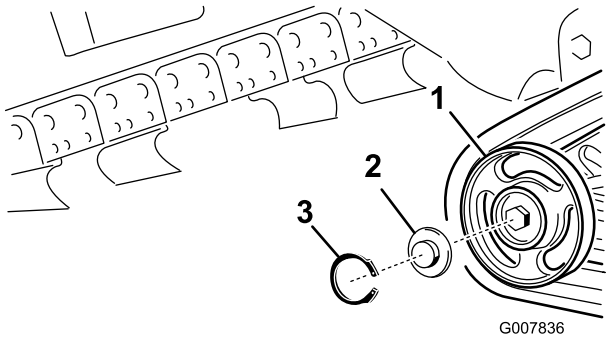

Figur 51
2. Ta bort låsringen och hatten från väghjulet (Figur 51).
3. Kontrollera smörjningen under hatten och runt packningen (Figur 51). Om den är smutsig, sandig eller förbrukad gör du rent så att allt fett försvinner, byter packningen och smörjer igen.
5. Sätt den infettade väghjulshatten över bulthuvudet (Figur 51).
6. Fäst väghjulshatten med låsringen (Figur 51).